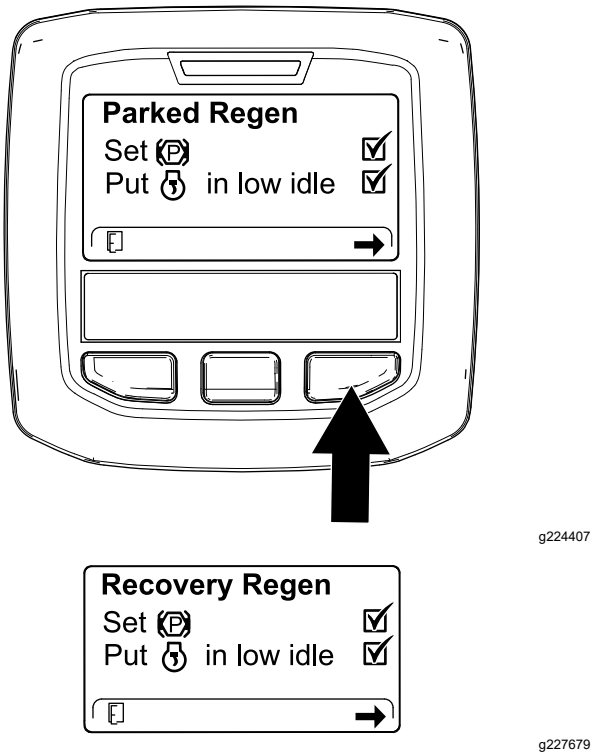

**Figuur 60**
3. Controleer in het scherm DPF-controlelijst of de parkeerrem ingeschakeld is en het motortoerental op laag stationair staat (Figuur 60)